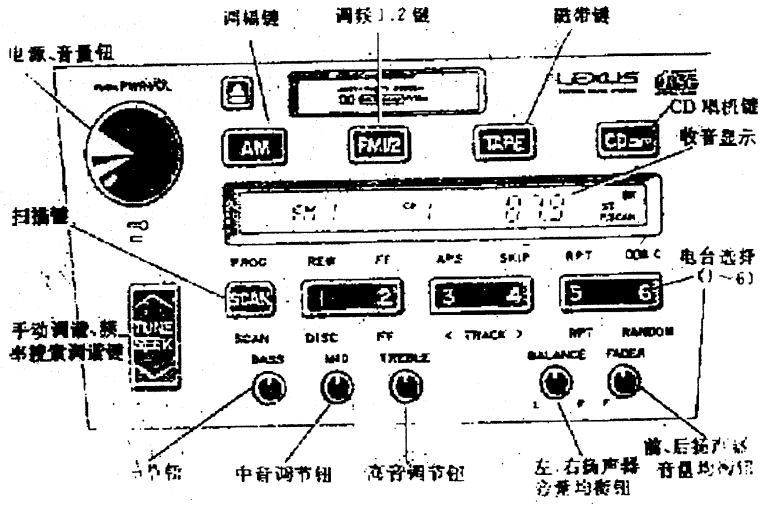

图 20－15
2. 解码方法(主要用手指根据操作程序按机正面的开关或键,见图 20－15)如下: